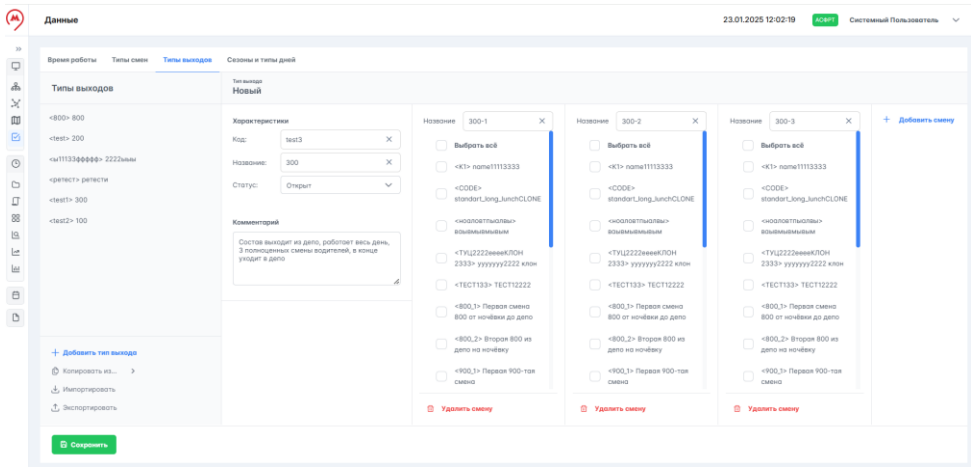

Рисунок 132 – Копирование типа выхода
2. В списке нажать на тип выхода, данные которого необходимо скопировать в новый. Справа откроется профиль нового типа выхода, информация в котором будет полностью скопирована из выбранного (рисунок 132).